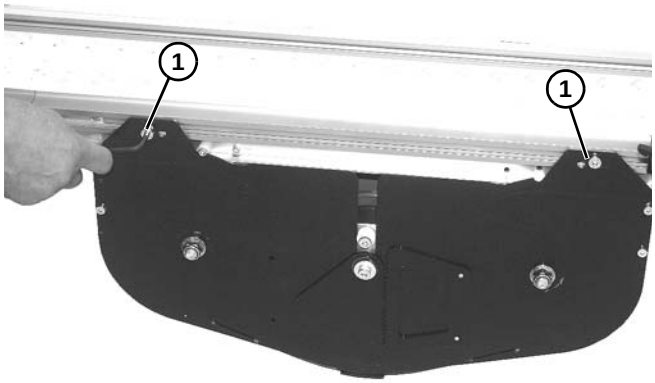

Figure 27
5. Install and tighten two hex head screws **(Figure 27, item 1)** on each side to secure assembly to frame.